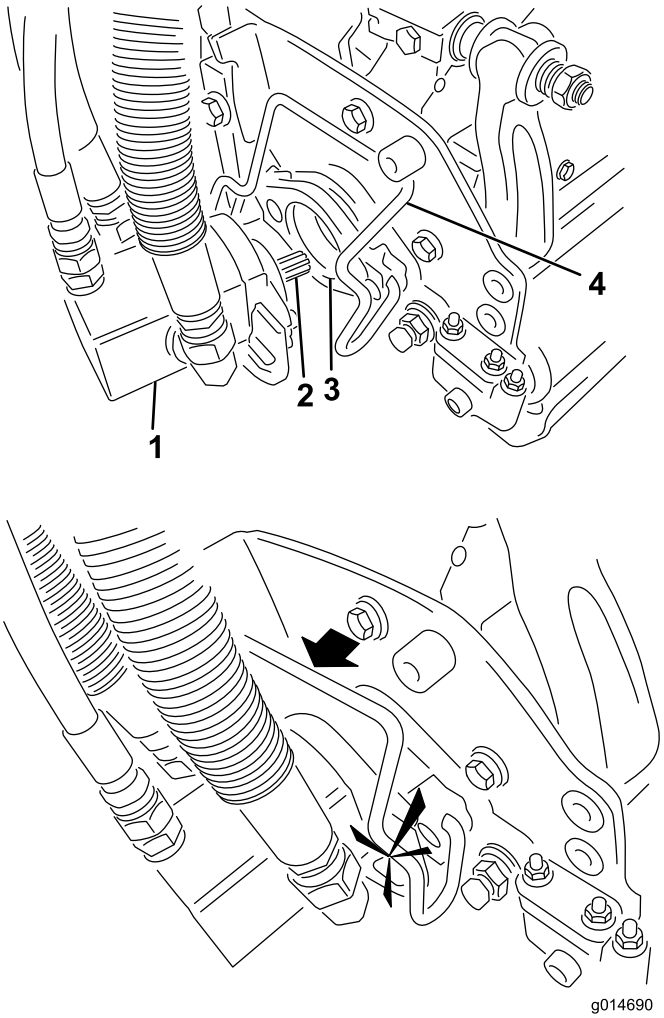

**Figur 13**
7. Kom rent smørefedt på notakslen på klippeenhedens motor (Figur 13).
8. Sæt motoren ind i klippeenhedens venstre side (set fra førersædet) og træk motorens holdestang på klippeenheden i motorens retning, indtil du hører et "klik" fra begge sider af motoren (Figur 13).